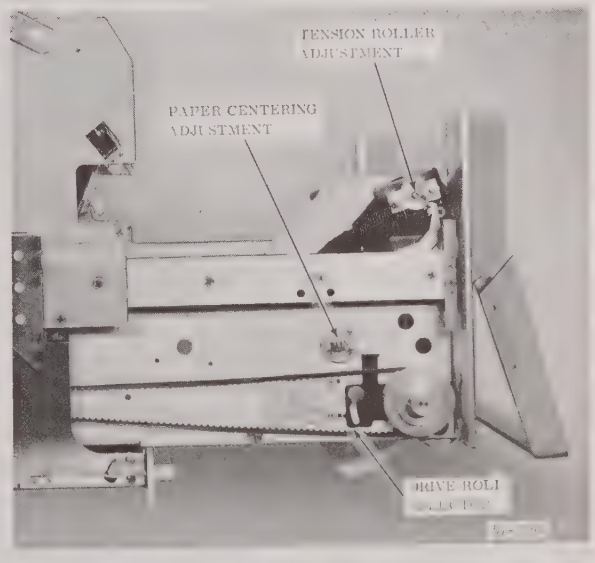

FIGURE 6-2 VERTICAL OSCILLOGRAPH LEFT SIDE
2. Release bezel lock on front of oscillograph (Figure 6-2).
NOTE: Be sure drive roll selector is in the external position (Figure 6-2).
NOTE: Be sure drive roll selector is in the internal position (Figure 6-2)
5. The tension roller adjustment, located on left side of oscillograph, may be tightened or loosened to obtain required reading. (Figure 6-2)
1. Check that chart edges are equal distances, within .03 inch, from side plates and that event marker pens are centered in margins. The paper centering adjustment is provided on oscillograph left side plate. (Figure 6-2).